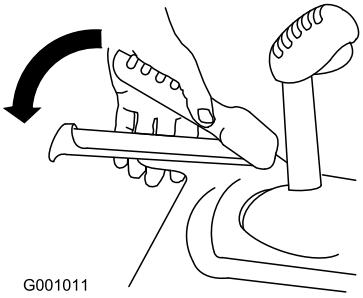

Figur 37
2. Indkobl traktionshåndtaget, og hold det på plads (Figur 37).